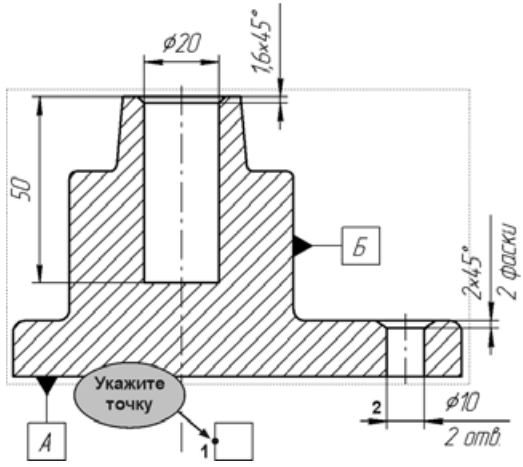

Рис. 3.61
- В ответ на запрос системы **Укажите положение таблицы допуска** укажите примерное положение базовой точки 1 (рис. 3.61). Положение рамки на чертеже зафиксировано.